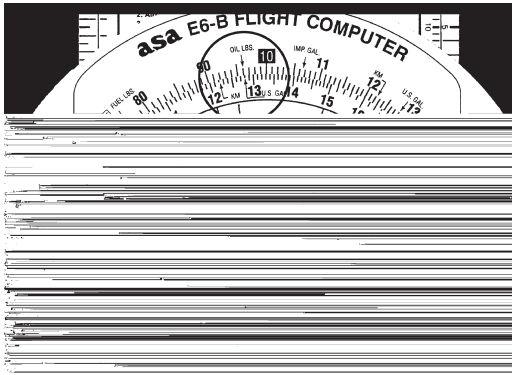

Figure 12
2. Read 15 pounds on the outer scale opposite of 2 gallons on the middle scale. *See* Figure 12.